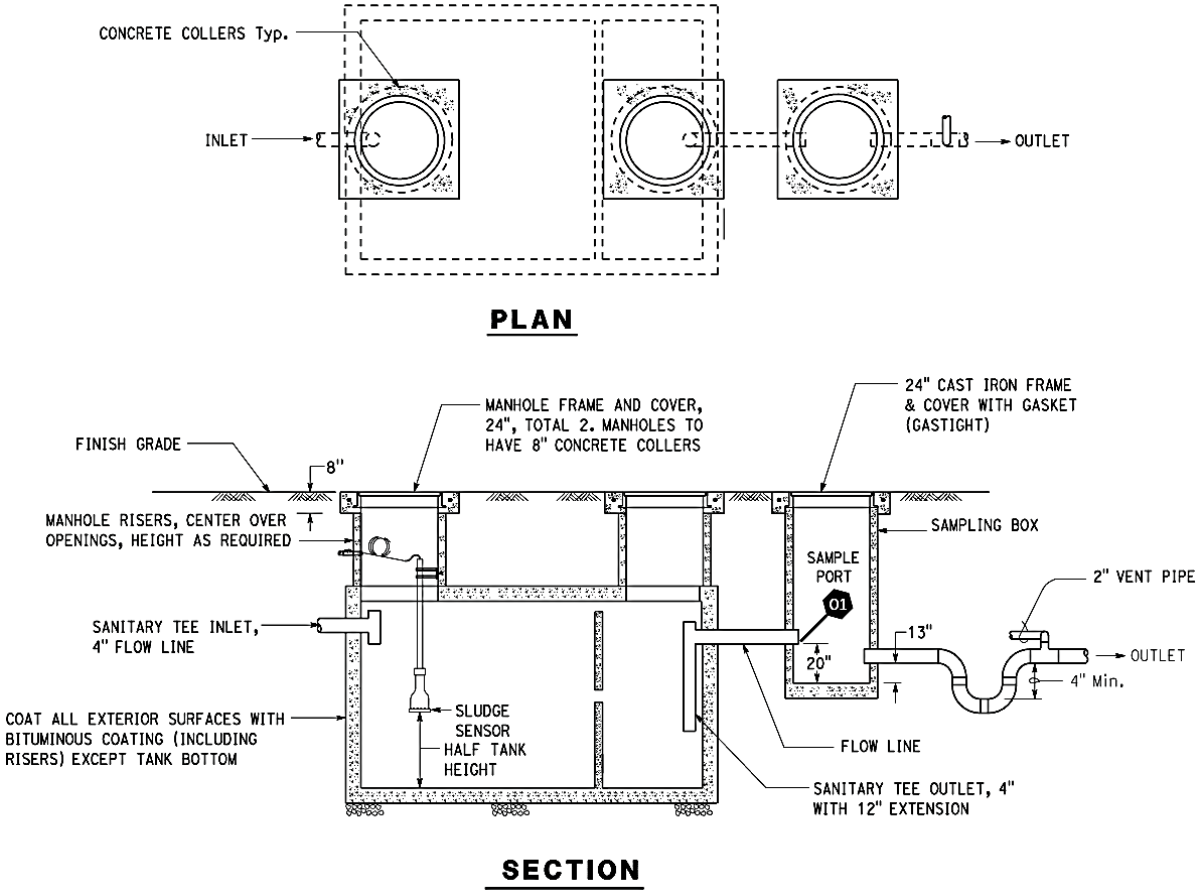

Figure 4-1
The SOWS is a two-compartment underground concrete tank designed to promote the settling of coarse particles and the separation of lighter hydrocarbons (i.e., oil). The influent compartment is utilized to settle relatively large suspended solids that were not removed in the sedimentation basin. The effluent compartment is used to collect floating oil by constructing the outlet structure inlet 6 to 12 in. below the water surface. Under quiescent conditions, oil is separated from the water through natural flotation due to specific gravity (density) differences. The incoming solids settle in the bottom of the tank by gravity also due to density differences. A diagram of the process from the plan sheets is shown on Fig. 4-1. The SOWS tank should have water in it at all times and is filled with clean water during startup. Large quantities of extraneous flow (such as stormwater) should be diverted from the SOWS to avoid wash out of oil and solids, which will overwhelm downstream wastewater treatment units.
- The inlet water level should be at or below the invert of the inlet sanitary tee (as shown on Fig. 4-1)